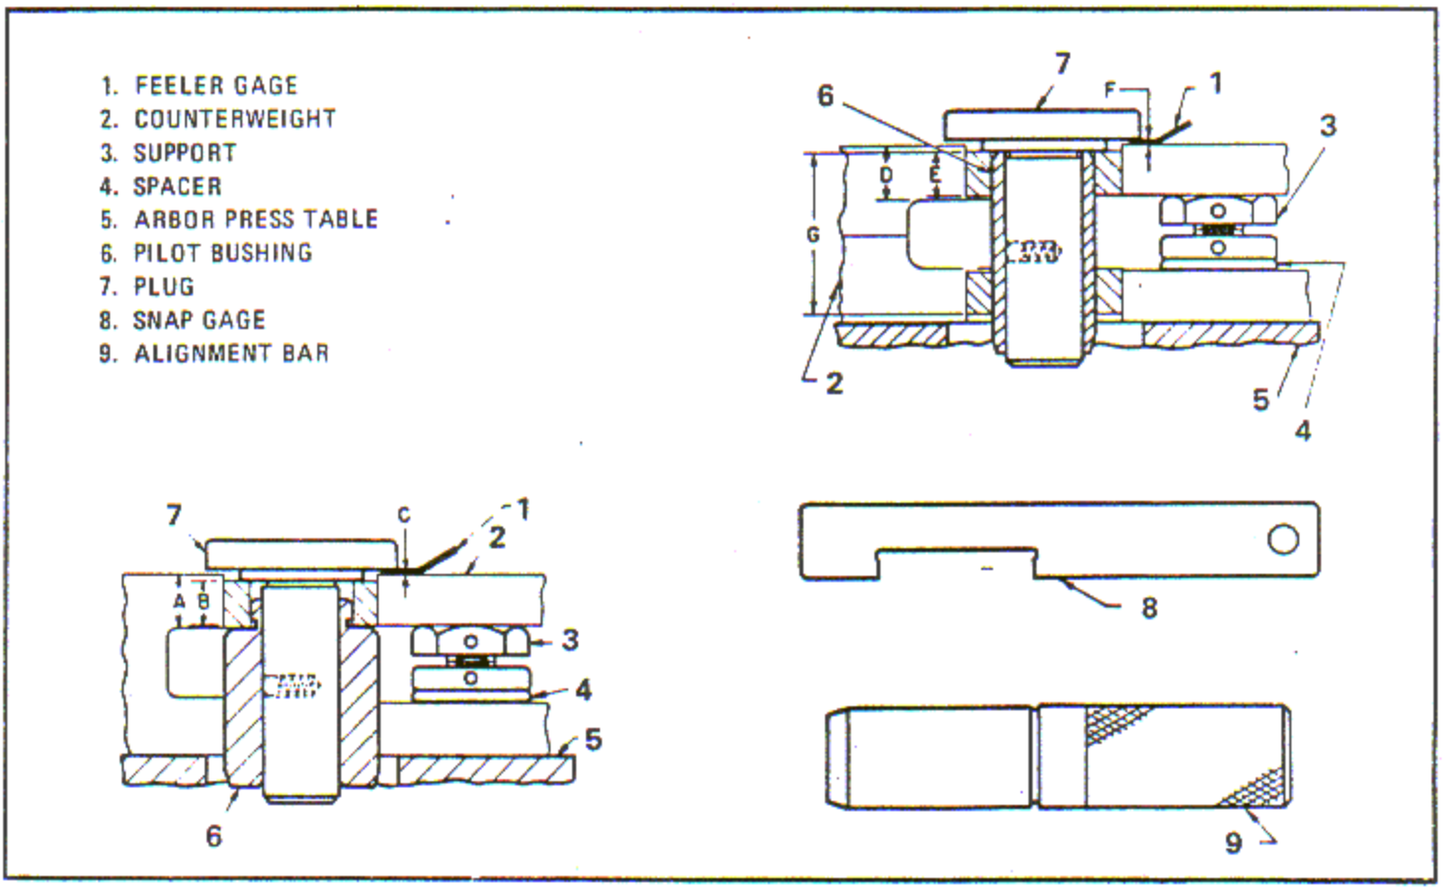

Figure 6-95. Install Bushings on Front and Rear Counterweights
b. Install support (3, figure 6-95) and spacer (4) in the counterweight slot with the nut clearing the bushing holes as shown.
c. Press bushing (6) in, as shown, using plug (7) and pilot bushing until a feeler gage (1), the thickness of which is determined below, slides snugly into space C. The feeler gage thickness is obtained as follows.
b. Install support (3, figure 6-95) and spacer (4) in the counterweight slot.
c. Press bushing (6) in as shown using plug (7) and pilot bushing until a feeler gage (1), the thickness of which is determined below, slides snugly into space F. The feeler thickness is obtained as follows.